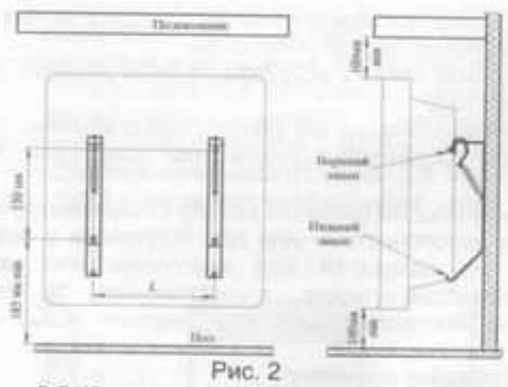

Рис. 2
5.4 Для стационарной установки конвектора выполните на стене разметку под крепёжные отверстия (см. рис.2, табл.2) и закрепите кронштейны для установки конвектора, любым доступным способом, обеспечив надёжное крепление конвектора в течении всего срока эксплуатации и соблюдая минимальные расстояния от поверхностей конвектора до предметов окружающей обстановки, как показано на рисунках 3, 4 (расстояния даны в сантиметрах).